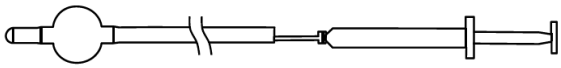

図６
1)バルーン部に大量の水を注入したり、エーテルやトルエンなどの気化しやすい液体(1.0～1.5mL/ccが目安)、あるいはマイルドなゴム溶剤である鉱物油(10～15mL/ccが目安)を注入しバルーンを破裂させる。この場合にはあらかじめ膀胱内に45℃ぐらいの微温湯(生理食塩水)を100～200mL/cc注入し、バルーン破裂後は薬剤による炎症を防ぐため膀胱内を十分に洗浄しておく(図６)。